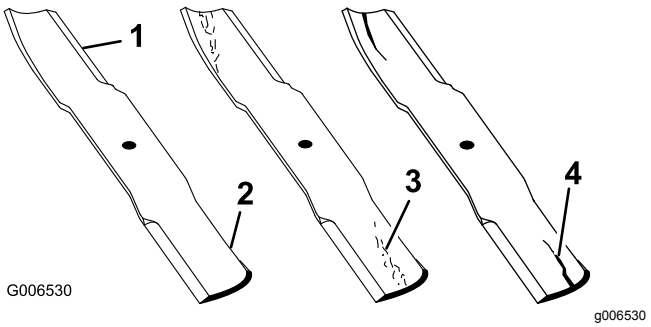

Figur 99
1. Kontrollera eggarna (Figur 99).
4. Montera omedelbart en ny kniv om du upptäcker sprickor, slitage eller spårbildning i detta område (Figur 99).